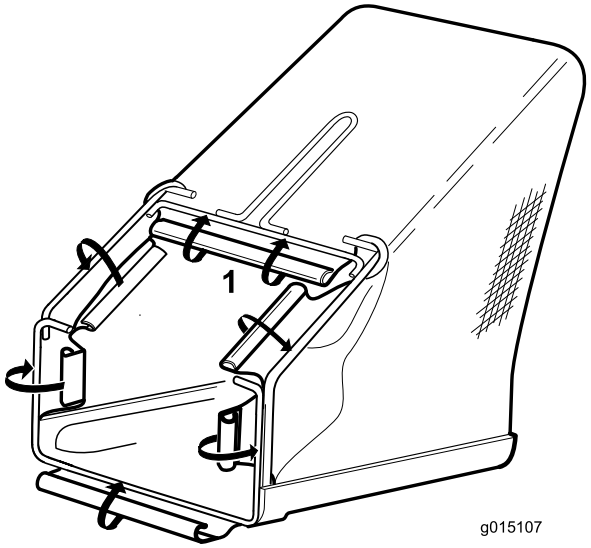

**Figur 4**
2. Börja vid handtaget och fäst gräsuppsamlarens sex plastklämmor på trådramen (Figur 4).